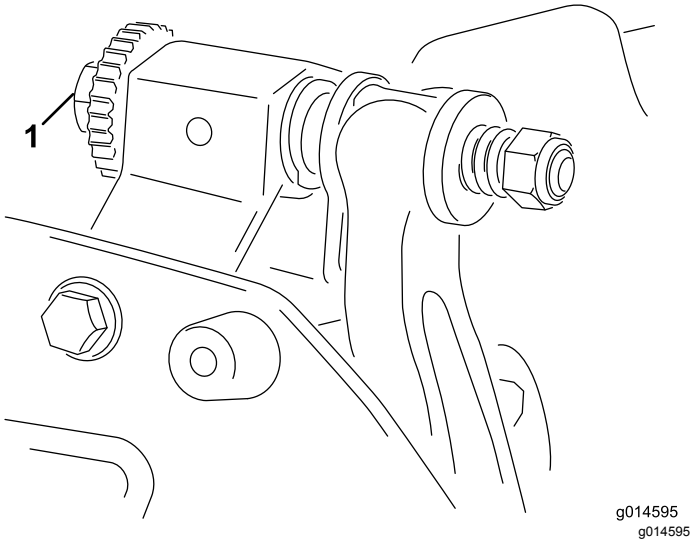

**Figur 4**
6. Vrid den högra underknivsstångens justerskruv (Figur 4) tills du känner ett lätt tryck i mellanlägget när du drar det från sida till sida. Ta bort mellanlägget.